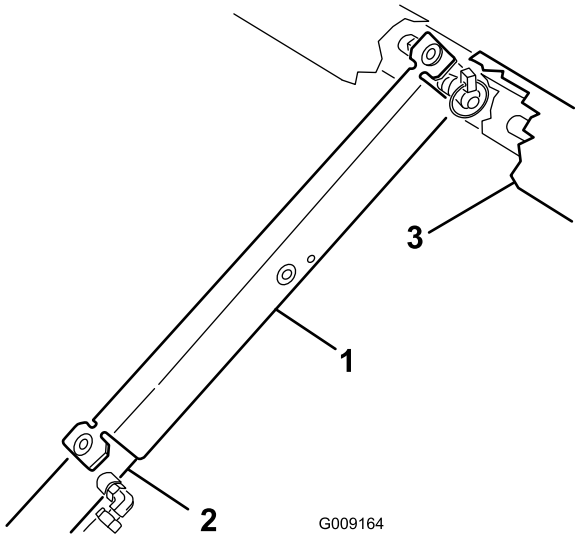

Figura 31
3. Spingete il supporto del pianale sull'asta del cilindro, assicurandovi che le alette alle estremità del supporto poggino sull'estremità della canna del cilindro e sull'estremità dell'asta del cilindro (Figura 31).